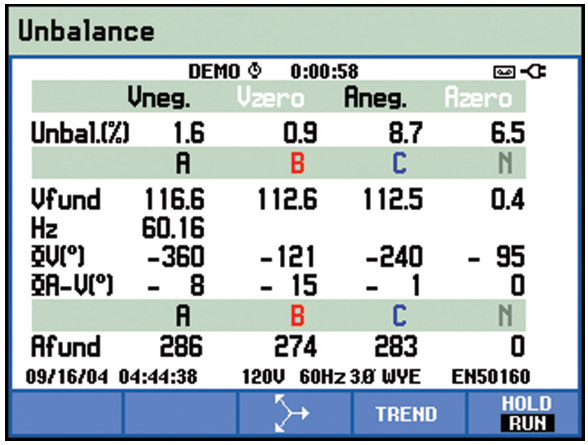

Figure 3. Cet affichage du déséquilibre indique les paramètres de déséquilibre de la tension (Vneg et Vzero) ainsi que les déséquilibres de courant.
- Le déséquilibre est indiqué en pourcentage (voir figure 3). La tension de séquence négative (Vneg) et la tension de séquence nulle (Vzero) identifient conjointement toute asymétrie de tension entre les phases.